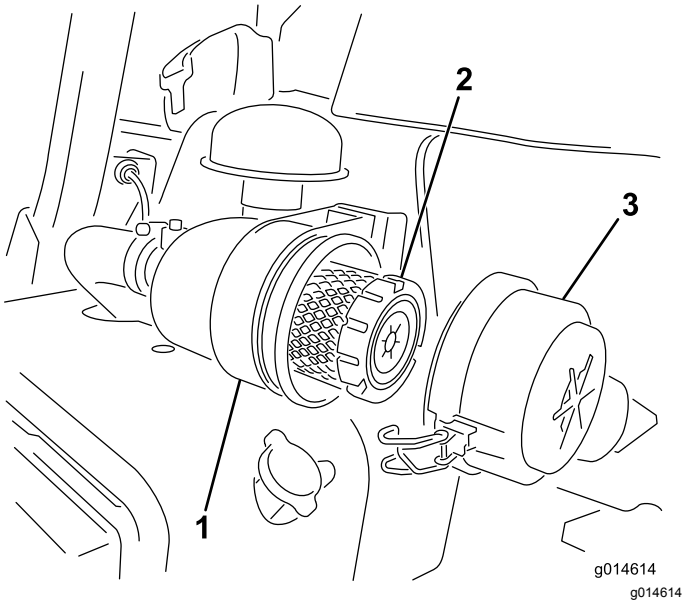

**Figuur 26**
1. Maak de sluitingen los waarmee het deksel van het luchtfilter is bevestigd aan het luchtfilterhuis (Figuur 26).
7. Maak de sluitingen vast (Figuur 26).